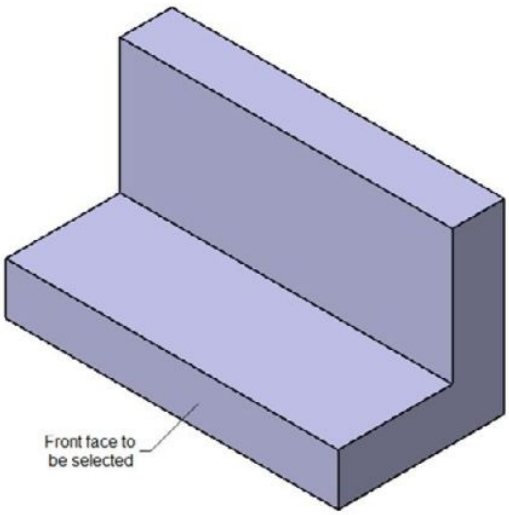

Figure 7-41 *Model after creating the base feature*
4. Select the **Mirrored extent** check box and choose the **OK** button in the **Pad Definition** dialog box. The model after creating the base feature is shown in Figure 7-41.
1. Select the front face of the base feature, refer to Figure 7-41, and invoke the **Sketcher** workbench.